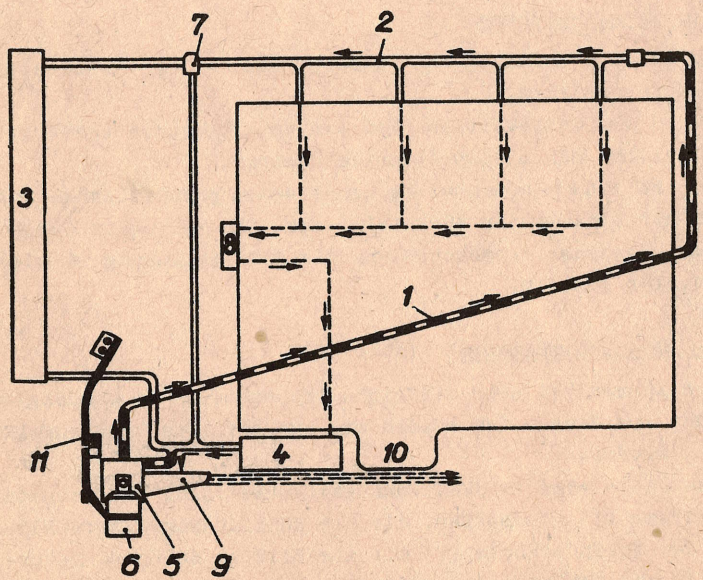

Abb. 19. Schema der Motorvorwärmung
6.1.18. Motorvorwärmgerät (Abb. 19)